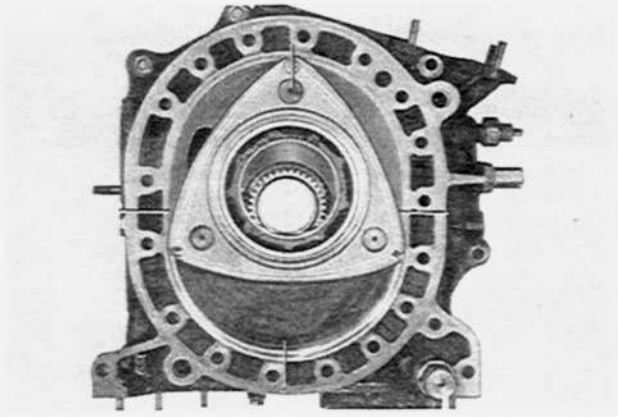

Fig. 1–79 Location of rotor apex
3. Mesh the internal gear and stationary gear so that one of the rotor apexes is set to any one of the four places shown in Fig. 1–79.